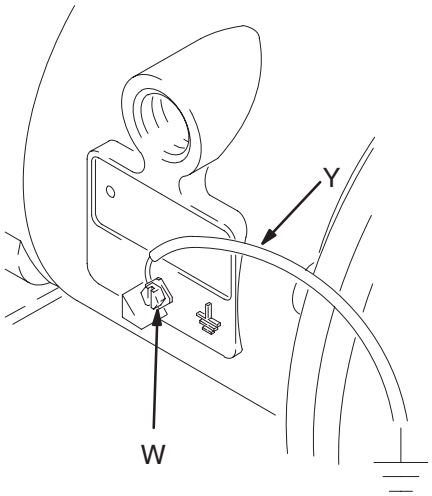

Fig. 1
El polipropileno y el PVDF son materiales ***no*** conductores. Sujetando el cable de conexión a tierra a la lengüeta de puesta a tierra sólo conectará a tierra el motor neumático. Cuando se bombeen productos inflamables conductores, conecte ***siempre*** a tierra tofo el sistema de fluido asegurándose de que el producto dispone de un pasaje eléctrico hasta una tierra verdadera. Vea la Fig. 1.
- *Bomba:* conecte un cable de conexión a tierra y una brida y sujételo como se muestra en la Fig. 1. Afloje el tornillo de conexión a tierra (W). Inserte un extremo de un cable de conexión a tierra de un mínimo de 1,5 mm^2 (Y) detrás del tornillo de conexión a tierra y apriete éste firmemente. Conecte el extremo con la brida del cable de conexión una tierra verdadera. Conductor de tierra y brida, ref. pieza 237569.